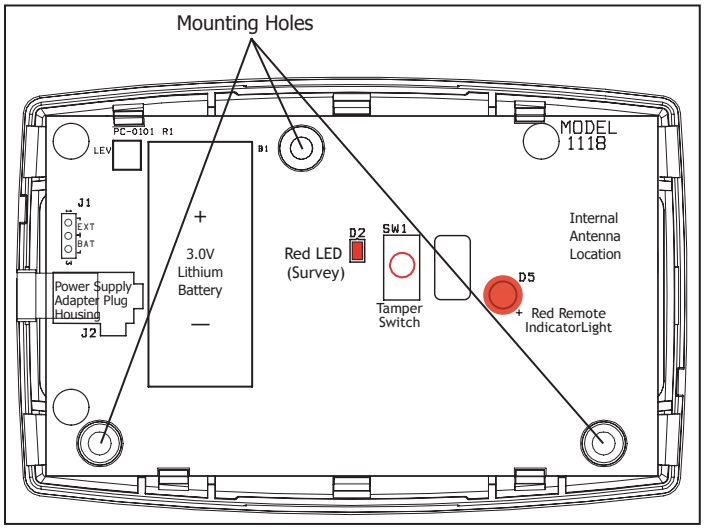

Figure 2: 1118 Remote Indicator Light PCB
The 1118 provides a survey capability to allow one person to confirm communication with the receiver while the cover is removed. The 1118 PCB Red Survey LED (see Figure 2) turns on whenever data is sent to the receiver then immediately turns off when the receiver acknowledgement is received. Pressing the tamper switch is a convenient way to send data to the receiver to confirm operation. When the 1118 does not receive an acknowledgement from the receiver, the survey LED remains on for about 8 seconds to let you know communication is not established. Communication is also faulty when the LED flashes multiple times in quick succession. Relocate the 1118 or receiver until the LED immediately turns off indicating the 1118 and receiver are communicating properly. Proper communication between the 1118 and receiver is verified when for each press or release of the tamper switch, the LED blinks immediately on and immediately off. Repeat this test to confirm five separate consecutive LED blinks. Any indication otherwise means proper communication has not been established.
Mount the 1118 on a flat surface such as a wall or single-gang box. When using the optional Model 376 plug-in power supply, mount the 1118 near a wall outlet. See Figure 2 for mounting hole locations.
4. Place the 3.0V Lithium battery in the holder and press into place. See Figure 2 for Battery location.